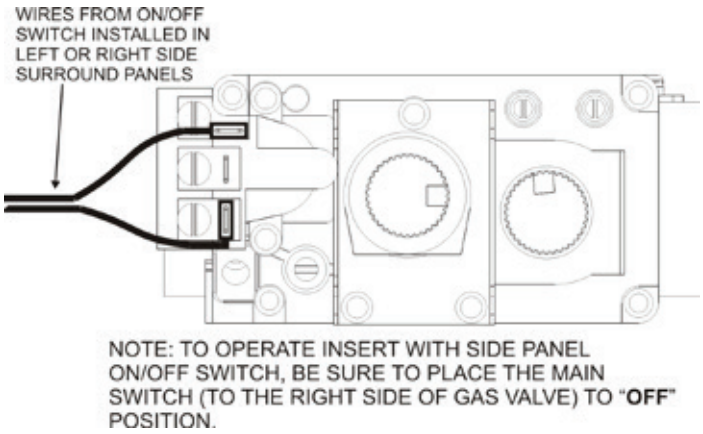

Figure 17
2. **Millivolt Valve** - Attach the flag terminal ends to the "TH/TP" and "TH" terminals on the front terminal block of the gas valve. **See Figure 17.**
a. For millivolt valve connections, **see Figure 17.**
2a. Attach the flag terminal ends to the “TH/TP” and “TH” terminals on the front terminal block of the MV gas valve. **See Figure 17.**